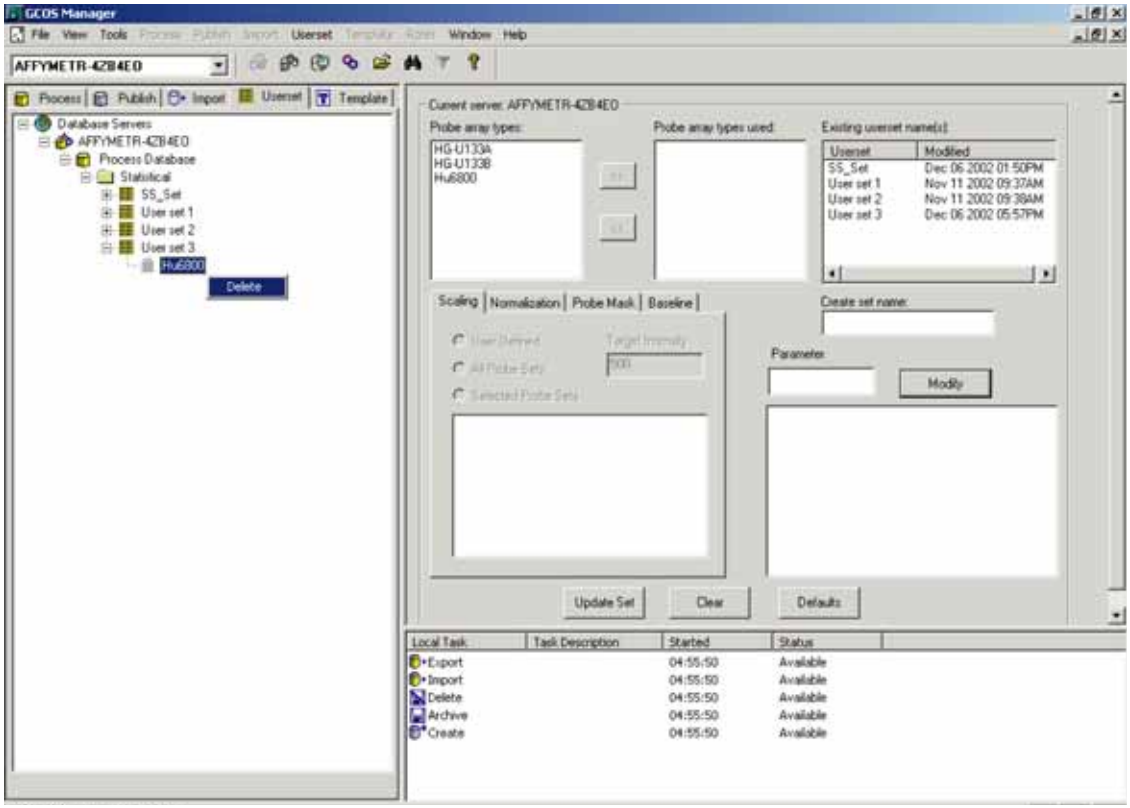

Figure 15.56
- In the userset tree, expand the Statistical folder and the userset that you want to modify. Right-click the probe array of interest and select **Delete** from the shortcut menu that appears **(Figure 15.56)**.